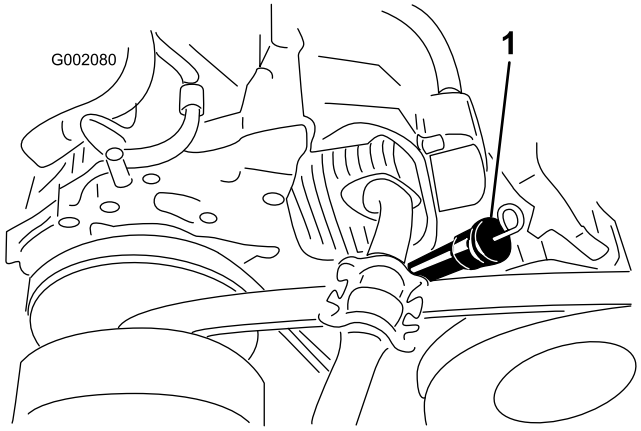
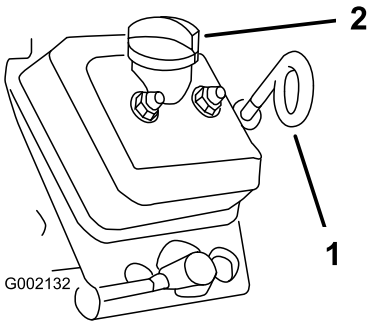

Figur 15
Figur 16
- Modell **07266TC och 07279** – oljesticka och påfyllningspip (Figur 15).
- Modell **07273 och 07273TC** – oljesticka och påfyllningspip (Figur 16).
4. Ta ut oljestickan och torka av änden (Figur 15 och Figur 16).
5. Stick ned oljestickan helt i påfyllningsröret och se till att den sitter fast ordentligt (Figur 15 och Figur 16). Dra ut oljestickan och titta på änden.
6. Sätt i oljestickan och sätt fast den ordentligt (Figur 15 och Figur 16).